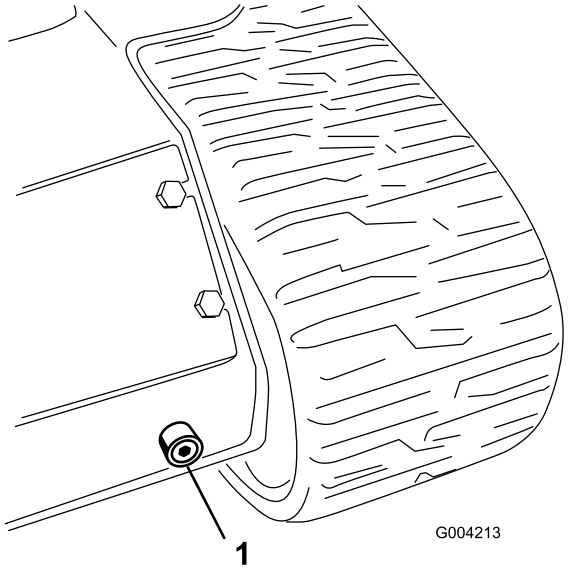

Figuur 58
6. Plaats een grote opvangbak (geschikt voor ruim 50 liter) onder de aftapplug aan de voorzijde van de tractie-eenheid (Figuur 58).
7. Verwijder de aftapplug zodat de olie in de opvangbak kan lopen (Figuur 58).